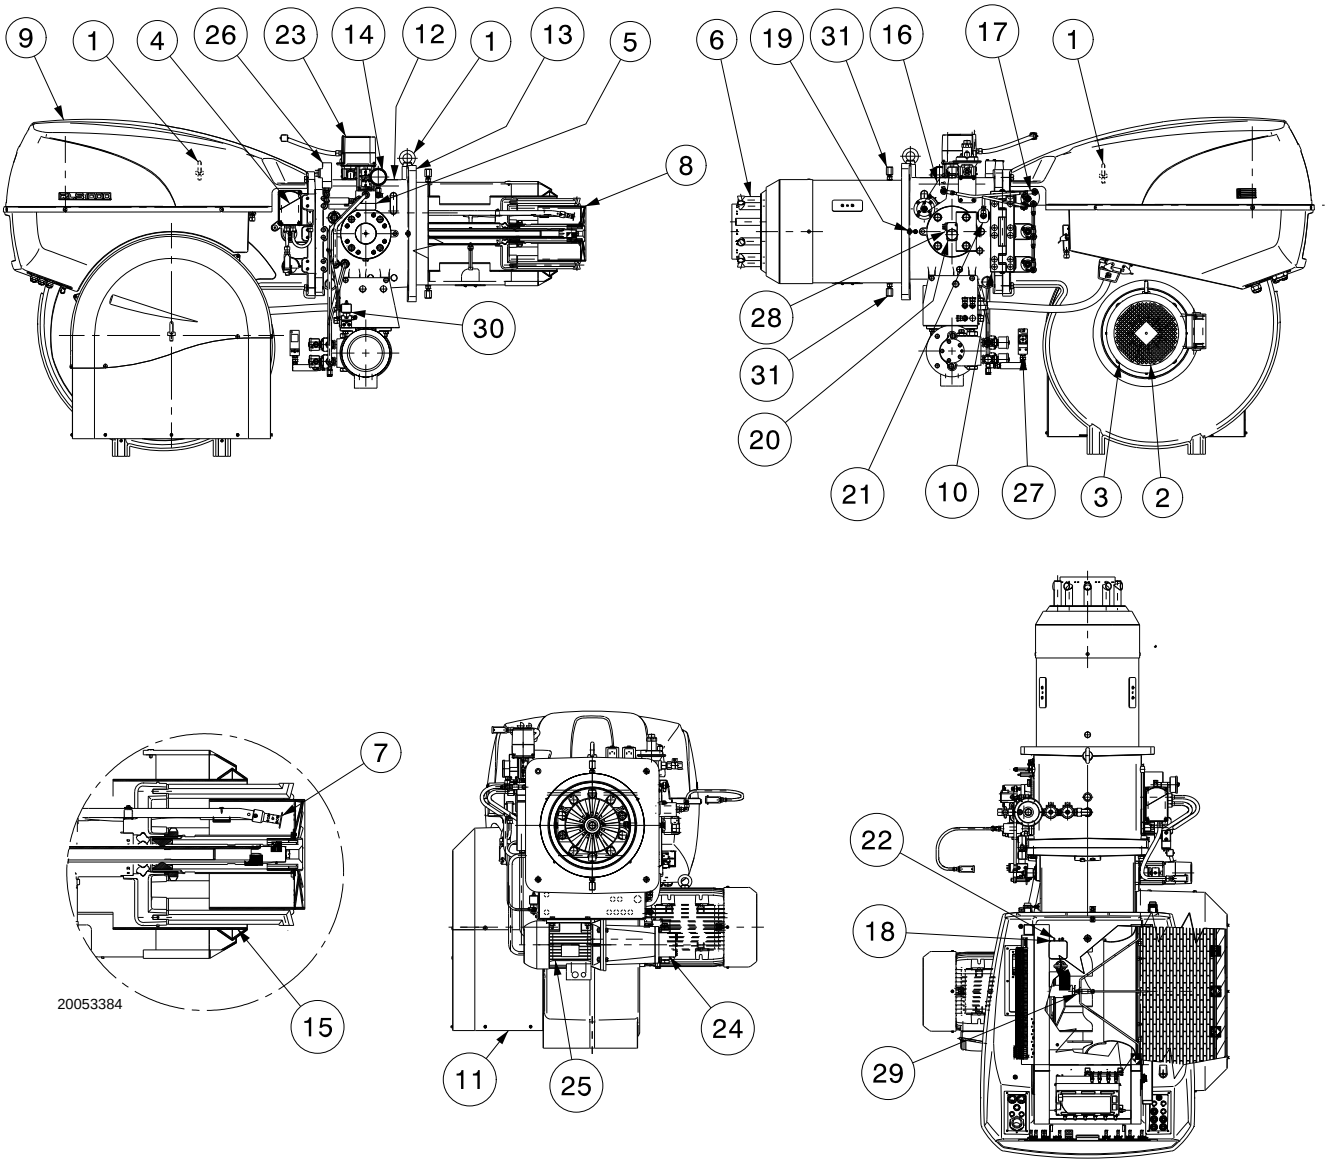

**Fig. 4**
(1) Conditions de référence: Température ambiante 20 °C - Température du gaz 15 °C - Pression barométrique 1013 mbar - Altitude 0 m a.d.n.m.
(2) Pression à la prise 28)(Fig. 4) avec pression zéro dans la chambre de combustion et à la puissance maximale du brûleur.
(3) Pression sonore mesurée dans le laboratoire de combustion du constructeur, avec le brûleur fonctionnant sur la chaudière d'essai, à la puissance maximale. La puissance sonore est mesurée grâce à la méthode en « champ libre », prévue par la norme EN 15036, et conformément à la précision de mesure « Précision : Catégorie 3 », comme décrit par norme EN ISO 3746.
L'entrée du gaz s'effectue uniquement du côté droit du brûleur comme indiqué dans la Fig. 4.